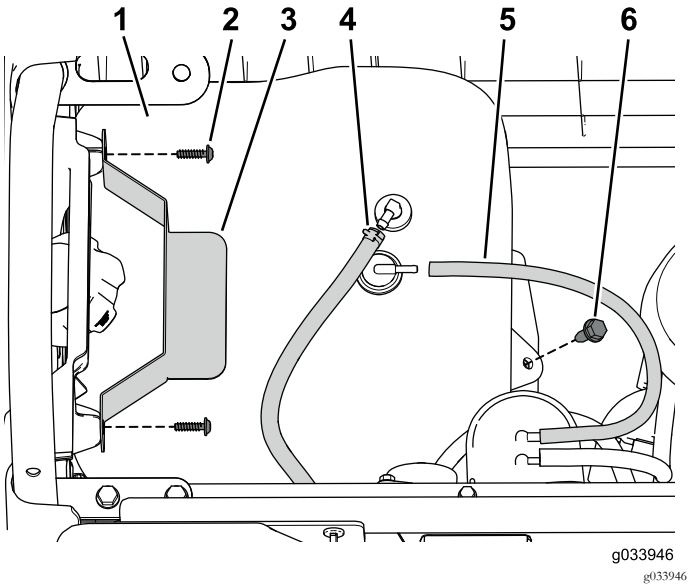

Figura 1
1. Retire el perno con arandela prensada que sujeta el depósito de combustible a la bandeja del depósito (Figura 1).
2. Retire los tornillos que sujetan la pletina de sujeción (Figura 1).
3. Desconecte la manguera de ventilación y el tubo de combustible del depósito (Figura 1).